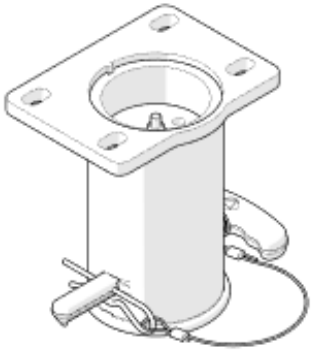

Figura 4
3. Posizionare il perno (figura 4)